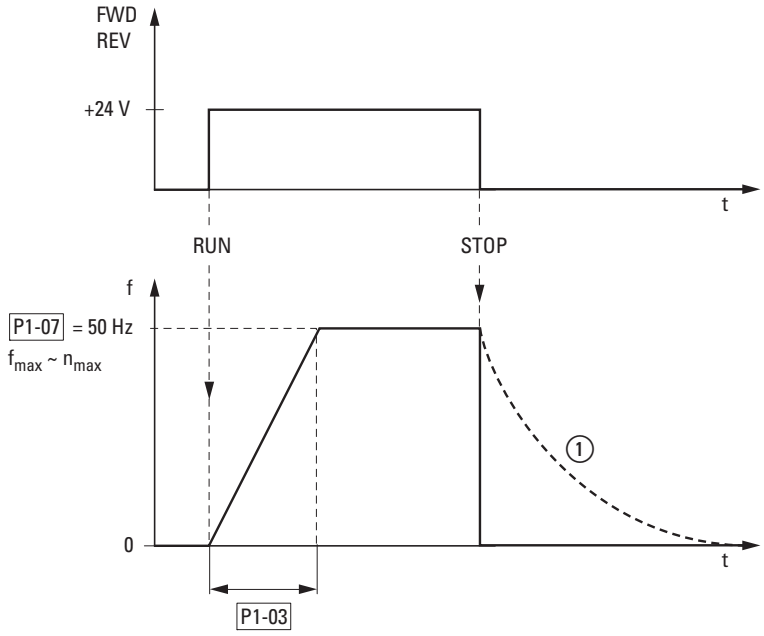

Figure 95:Start-Stop command with maximum reference voltage
Figure95 shows a good example of the process, if the release signal (FWD/ REV) is switched on and the maximum setpoint voltage reference voltage (+10 V) is applied. The speed of the motor follows the output frequency depending on the load and moment of inertia (slip), from zero to n_{max}.
If the release signal (FWD, REV) is switched off during operation, the inverter is blocked immediately (STOP). The motor comes to an uncontrolled stop (see ① in Figure95).